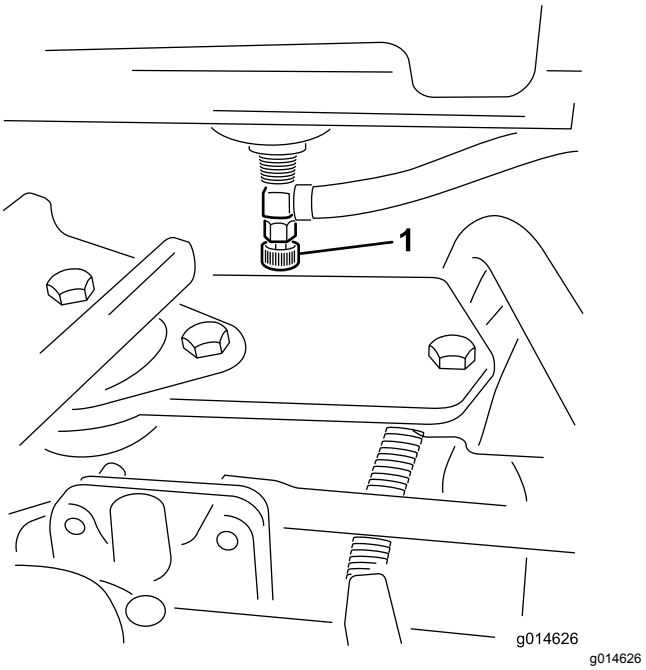

**Rysunek 32**
1. Zamknij zawór odcinający paliwo (Rysunek 32) znajdujący się pod zbiornikiem paliwa.